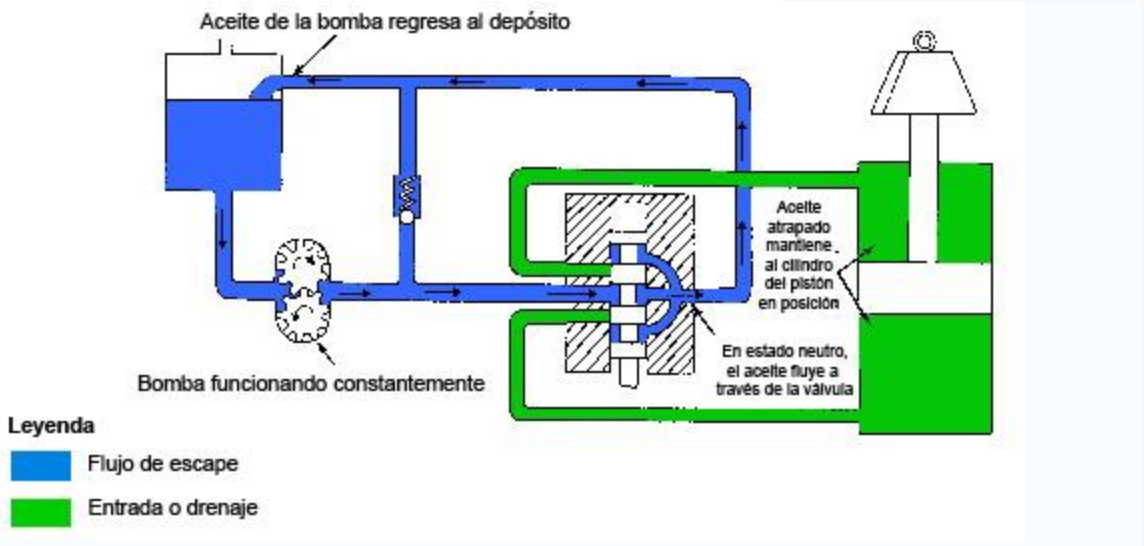

Figura 37
c. *Sistema de centro abierto*. En este sistema, un carrete de válvula de control debe estar abierta en el centro para permitir que el flujo bombeado pase por la válvula y vuelva al reservorio. La Figura 37 muestra este sistema en la posición neutral. Un sistema de centro abierto es eficiente en funciones simples pero es limitado con funciones múltiples.